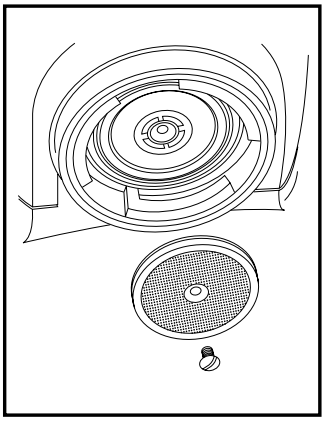

fig. 18
b. Tilt thumb guard forward until top is over sieve and dump used coffee grinds into garbage (fig. 18). If you fail to place thumb guard over sieve it will fall into the garbage.